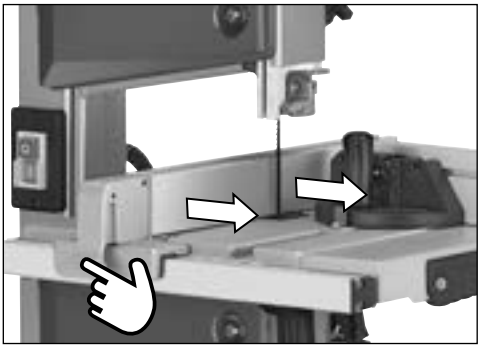

Fig. 10
7.6 Changing and Setting a New Blade Band (Fig.10 – Fig.11)